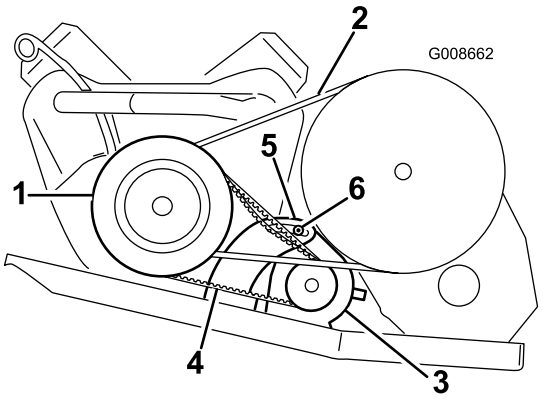

Figur 47
2. Løsn startgeneratorens drejemøtrik (Figur 47).
4. Vip starteren i sprækken, indtil remmen bøjes med 6 mm med et tryk på 44 N (Figur 47).
5. Tilspænd startgeneratormøtrikken, og fjern løftestangen (Figur 47). Tilspænd møtrikken med et moment på 88-115 Nm.